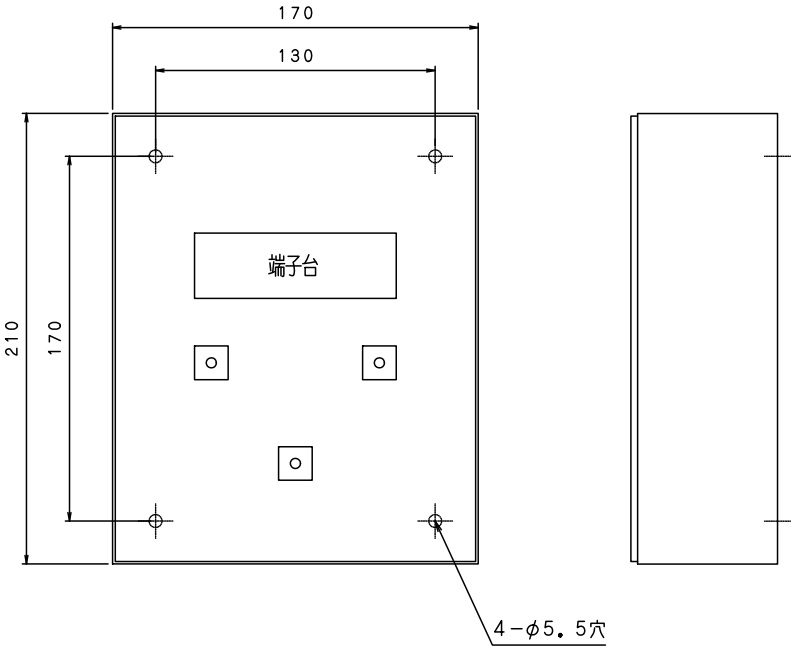

図２．裏ボックス（露出）
(1) 操作パネルと裏ボックスの分離方法
①操作箱扉を開け、３本のビスを外して下さい。
②操作パネルを裏ボックスから取り外し、裏側の基板のコネクタを外して下さい。
(2) 露出型取付方法（図２を参照下さい。）
①操作箱固定用の孔位置を壁に罫書いて下さい。
②罫書いた壁の位置に孔を開けて下さい。
③操作箱を取付壁面に位置合わせしてボードアンカーを打ち込んで下さい。
④裏ボックス４箇所の固定用孔に、Ｍ５ネジで壁に固定して下さい。
⑤壁面にしっかり固定されているか確認して下さい。
⑥次項 7.4 の配線接続に基づき、外部配線接続を行って下さい。
⑦リード線コネクタを操作パネル裏側の基板のコネクタに挿して下さい。
⑧操作パネルと裏ボックスを組合せて、操作扉を開けて３本のビスで取り付けて下さい。
(3) 埋込型取付方法
①操作箱固定用の取付孔位置を壁の埋込穴に罫書いて下さい。